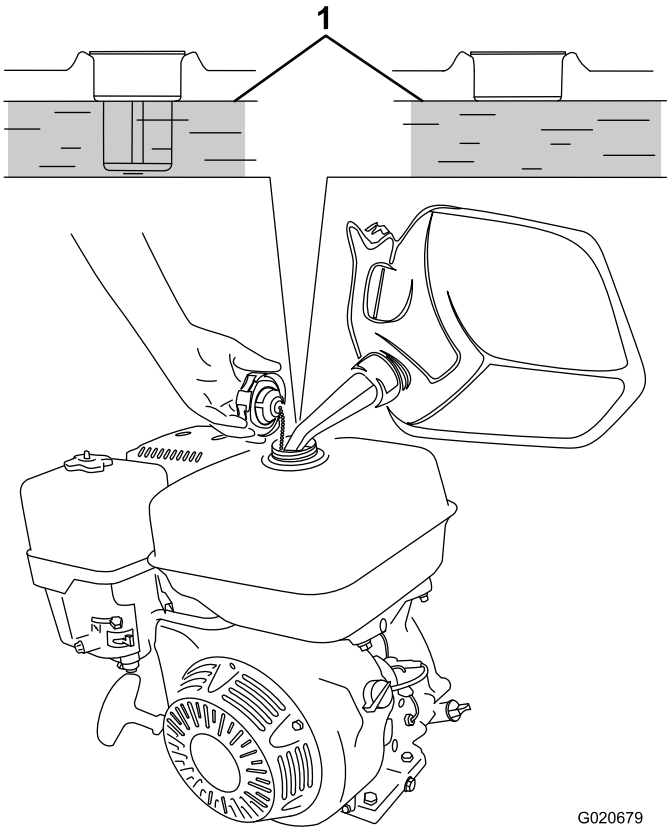

Figure 30
3. Add unleaded gasoline to the fuel tank, until the level is at the bottom of the maximum fuel level, as shown in Figure 30.